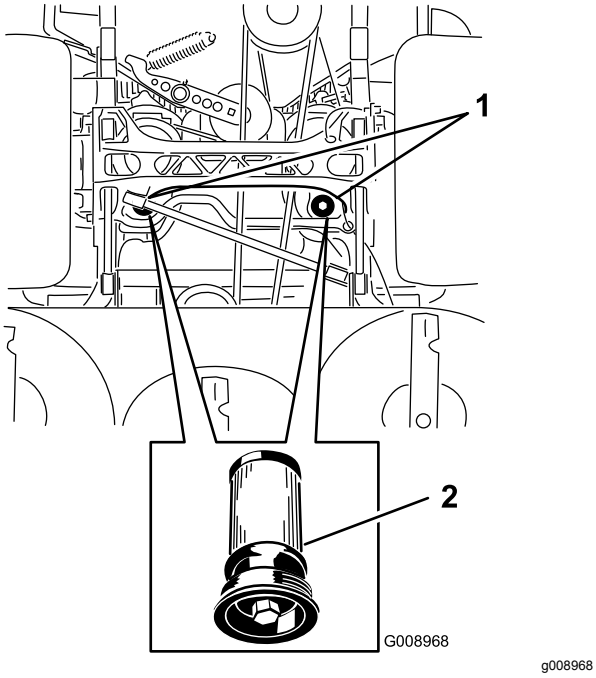

Figur 94
5. Sätt ett tömningstråg under filtret, ta bort det gamla filtret och torka ytan ren (Figur 94).
6. Stryk på ett tunt lager hydraulvätska på utbytesfiltrets gummipackning (Figur 94).